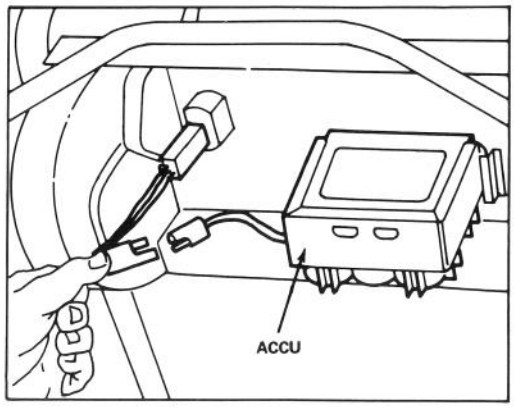

Afbeelding 25
1. Zet de motor af en koppel de ontstekingsdraad los van de accu (Afb. 25).